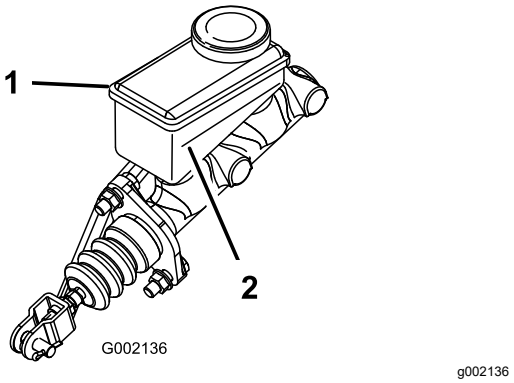

Figur 54
3. Se på siden av beholderen for å se væskenivået (Figur 54).
B. Hell DOT 3-bremsevæske i beholderen til væskenivået er over minimumslinjen (Figur 54).